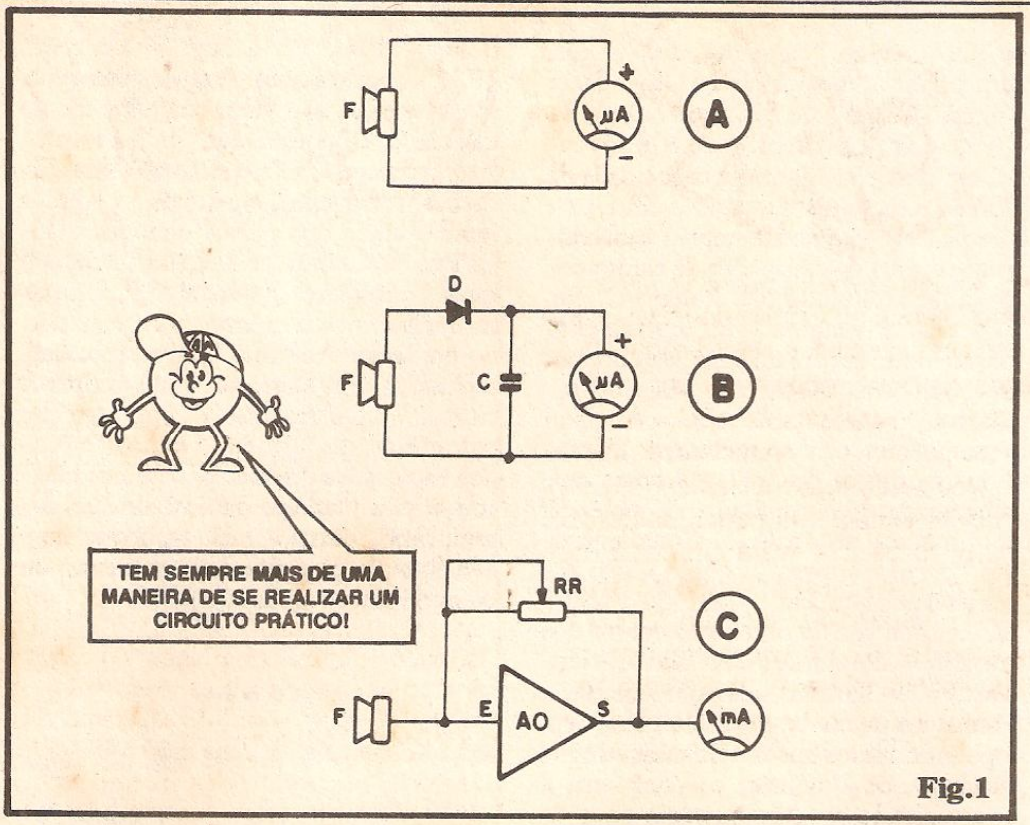

Fig.1
Em tese a sua idéia é perfeita, Nelson! É, inclusive, uma maneira "esperta" de pensar, tentar partir de dispositivos ultra-econômicos, "auto-alimentados", que não requeiram pilhas, baterias ou energia de C.A. para seu funcionamento...! Também à luz da Teoria, pura e simples, sua idéia é funcional... Agora vejamos aspectos práticos mais consistentes, "para ver se dá"...: o seu "projeto" inicial pode ser diagramado conforme a fig. 1-A, com o alto-falante/microfone, diretamente ligado dos terminais do galvanômetro. Ocorrem, aí, alguns probleminhas práticos quase insolúveis: os pulsos de **Tensão** gerados pelo alto-falante, na presença de Som, serão muito breves, insuficientes (no tempo e na energia...) para causar deflexões "visíveis" no ponteiro do microamperímetro... Outra coisa: o considerável "descasamento" de impedâncias (a do alto-falante será - normalmente - muito mais baixa do que a do galvanômetro dessa sensibilidade...) prejudicará ainda mais a "transferência" da energia (que já é pouca...) entre falante e microamperímetro, com o que ficará ainda mais improvável uma indicação consistente, via ponteiro do instrumento... A solução mostrada em 1-B começa a "melhorar" as coisas: o acréscimo puro e simples de um diodo D e de um capacitor C torna melhor a "transferência", isolando a baixa impedância do falante do restante do circuito... Além disso, o efeito "temporizador" do capacitor "reterá" a energia de cada micro-pulso de Tensão, "somando" sua energia com a dos pulsos seguintes, tendo assim uma carga mais consistente a ser avaliada pelo galvanômetro! Se for possível encontrar um instrumento realmente **muito** sensível (com fundo de escala em torno de 1uA, por exemplo), o arranjo será plenamente funcional, ainda que não tão barato quanto Você estava pensando, já que galvanômetros ultra-sensíveis, de bobina móvel, custam caro... O diagrama de blocos 1-C mostra a solução prática final recomendada: nas duas "pontas" do sistema, estarão o alto-falante (microfone) e o galvanômetro por Você inicialmente imaginados, só que no "meio", teremos a interveniência de um bloco Amplificador Operacional (de Tensão), como um Integrado 741 - por exemplo, estudado coincidentemente na presente "Aula" do ABC... Esse arranjo permitirá, inclusive, que o **ganho** geral do sistema seja facilmente calibrado e ajustado, através de resistor variável de realimentação (RR). Com isso será possível demarcar com precisão a própria escala do galvanômetro de modo que a leitura seja feita diretamente em "Unidades de Volume", ou mesmo em "Decibéis", grandezas mais facilmente manejáveis e "calculáveis" para a finalidade por Você imaginada! É certo que nessa configuração haverá a necessidade de fonte de energia externa (uma vez que o Amplificador Operacional precisa de "comida" para "trabalhar"...). Entretanto, o diferencial de custo será facilmente compensado pelo fato do galvanômetro - no caso - poder ser de baixa sensibilidade (um mero miliamperímetro, não mais um sensível microamperímetro...), de custo bem mais "moderado"! Veja, então, que nem toda idéia
Realmente, Jeremias, o desempenho de módulo tão simples quanto o do AMPLIFICADOR/REFORÇADOR chega a ser fantástico, considerando o belo "reforço" e a boa fidelidade do som... Entretanto, vôos mais altos, quanto à Potência, não são recomendados a partir daquela estrutura circuital, por uma série de motivos: primeiramente, pela configuração com o alto-falante constituindo a própria e direta "carga" de **coletor** do TIP31, a bobina do transdutor permanece (havendo ou não sinal a ser amplificado...) o tempo todo "sob Corrente", o que causa dois "probleminhas"... Uma constante "pressão" mecânica sobre a estrutura de amortecimento e retorno do cone do alto-falante, e uma dissipação relativamente alta, mesmo em "espera", no transístor de Potência... Considerados os parâmetros inicialmente calculados, podemos "passar por cima" desses probleminhas, sem com isso causar danos aos componentes, ou excessivo desperdício de energia no circuito... Se, porém, tentarmos "puxar" mais Potência do arranjo básico (esquema na fig. 1 - pág. 44 - ABC nº 13), agravaremos exponencialmente esses "defeitos", a ponto de tornar inviável a "coisa"...! O único "caminho" que vemos, será baixar a impedância do alto-falante original (idealmente ligado ao **coletor** do TIP31 **dois** alto-falantes, de 8 ohms cada, em paralelo), dobrar a capacidade de Corrente da fonte (situando-a em 1A ou mesmo 2A) e também ampliar sensivelmente a área do dissipador de calor acoplado ao transístor de Potência... Se, com tais "invenções", for notada distorção muito severa no som, será importante também "mexer" no valor do resistor de realimentação (que condiciona o ganho e a Corrente quiescente do módulo...) original de 56K, até obter uma solução de compromisso (boa potência com mínima distorção...). Como conselho "curto e grosso", contudo, não recomendamos "fuçar" muito no circuito básico, que já está otimizado dentro dos conceitos Potência/Fidelidade/Eficiência/Limites naturais dos componentes... Tenha um pouco de paciência, que logo, logo entraremos nos estudos dos Amplificadores de Potência, e Você terá a oportunidade de "arrebentar a boca do balão" (ou os ouvidos da vizinhança...) de forma mais segura, tecnicamente...